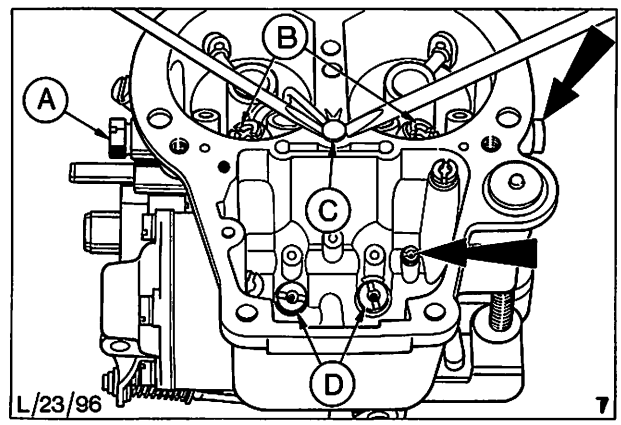

Abb. 82 Düsen, die zur Reinigung entfernt werden müssen
3. Düsen aus dem Vergaser entfernen, Abb. 82. Lage und Größe der Düsen für den Zusammenbau beachten.
4. Spritzrohr mit **zwei** schmalen Schraubenziehern herausheben, Abb. 82.
5. Schrauben (4) entfernen und Beschleunigerpumpenmembran ausbauen.